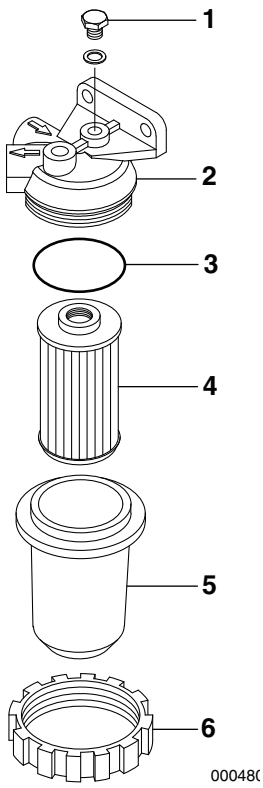

Figure 6
3. Loosen the retaining ring **(Figure 6, (6))**, remove the filter housing **(Figure 6, (5))** and drain off any water or sediment collected inside.
4. After draining, tighten the air bleed screw **(Figure 6, (1))**.